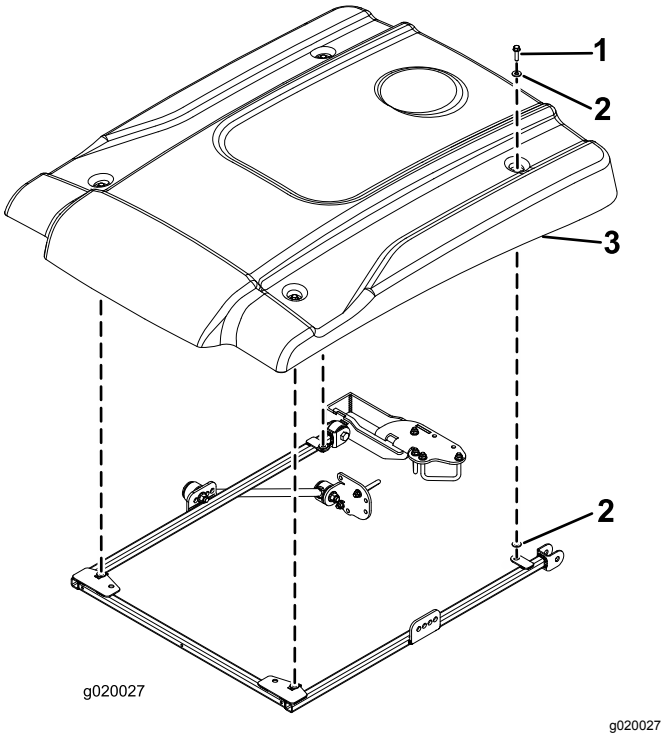

Рисунок 29
12. Выравнивая монтажные отверстия, расположите солнцезащитный навес на раме, как показано на Рисунок 29.
13. Установите каждый угол солнцезащитного навеса на раму с помощью болта с фланцевой головкой (5/16 x 2¼ дюйма) и 2 малых шайб, не затягивая их (Рисунок 29). Установите шайбу с каждой стороны резиновой втулки солнцезащитного навеса.